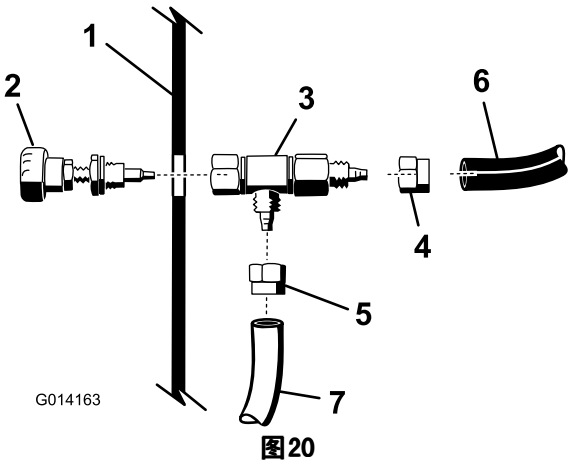

图20
5. 如图20 所示，松开用于将旋钮组件紧固到三通接头的螺母。
6. 如图20 所示，将蓝色管和白色管从仪表板下面的泡沫软管连接到调节阀阀体。